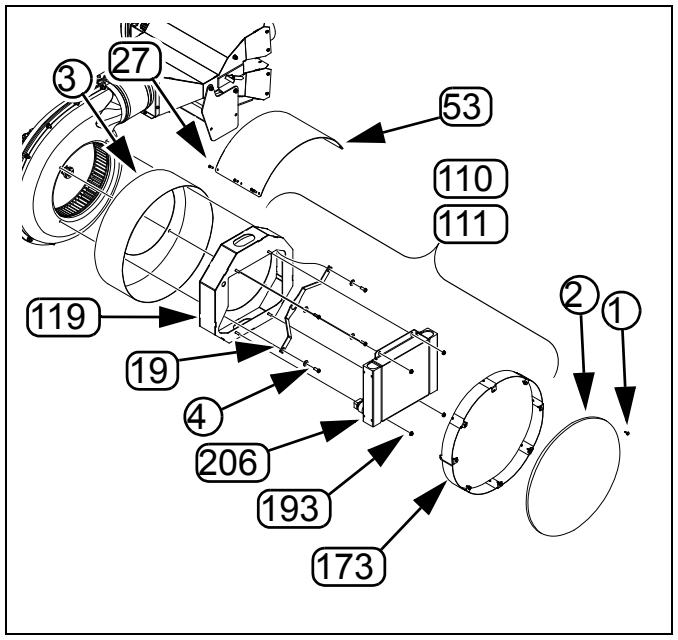

Figure 43: 36377
Refer to Figure 43 (the fan screen extension (173) is not present at dismount and is added at step 58 on page 40)